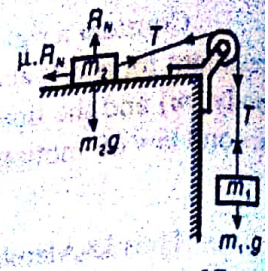

Fig. 1.27
2. If instead of smooth plane, it is a rough horizontal plane, as shown in Fig. 1.27, the frictional force equal to $\mu . R_N = \mu . m_2 . g$, will act in the opposite direction to the motion of mass m_2 where μ is the coefficient of friction. In such a case,